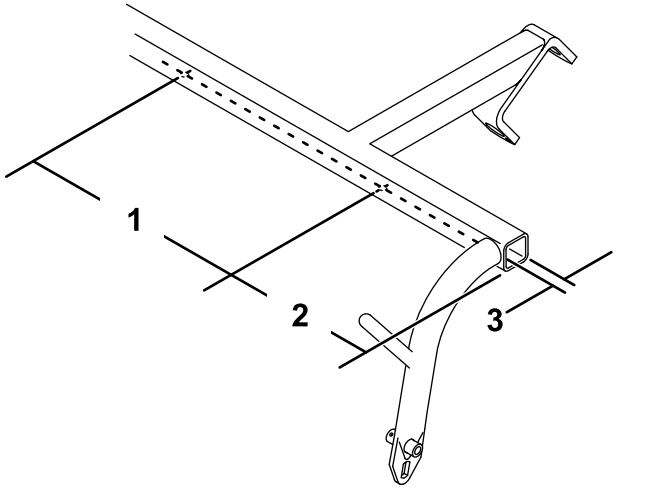

Figuur 2
4. Als het trekframe niet uitgerust is met 2 openingen onderaan, moet u deze met een boorbit van 5,6 mm boren op de locatie getoond in Figuur 2.